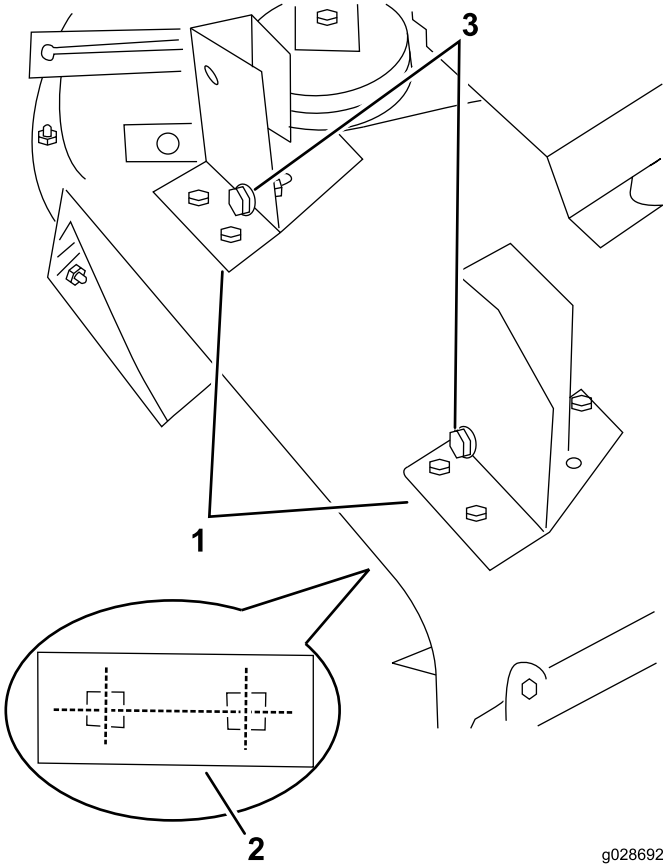

Figura 11
1. Posicione o soprador e os suportes de montagem na plataforma, alinhando os orifícios de montagem com os orifícios previamente utilizados para a montagem do defletor da relva (Figura 11).
2. Assegure-se de que não existe nenhuma entrada de ar entre o soprador e a plataforma de corte, fixe cada suporte à plataforma com uma placa de suporte (Figura 11), dois parafusos de carroçaria (5/16 - 18 x 3/4 pol.) e duas porcas de bloqueio.
9. Deslize o soprador para os parafusos de alinhamento do suporte de montagem (Figura 11) enquanto encaminha a correia à volta da polia do soprador.